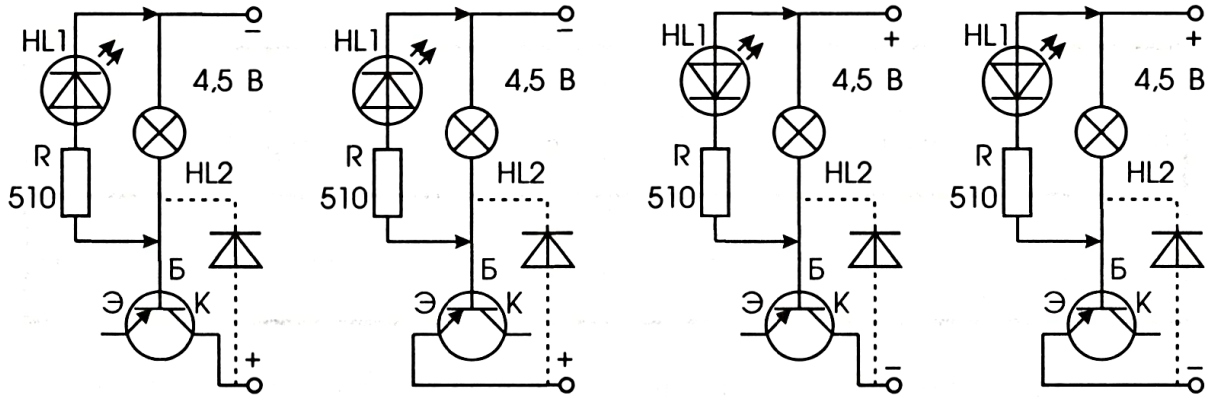

Рис. 10
1. Изучите изображенные на рис. 10 (*а, б, в, г*) электрические цепи и ответьте, в каких случаях лампы или светодиоды светят, а в каких нет. Объясните почему.